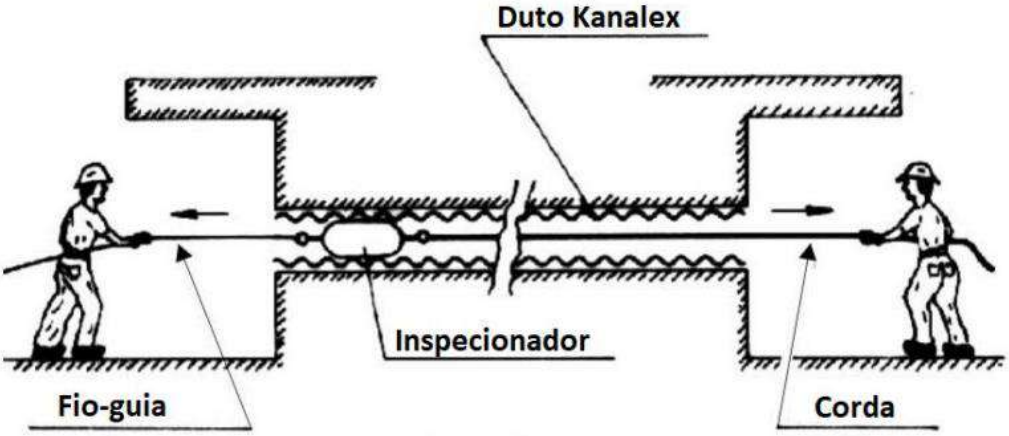

Figura 20
b) Em seguida, puxamos o fio guia e introduzimos o inspecionador pelo interior do duto, até atingir a outra extremidade (Figura 20).